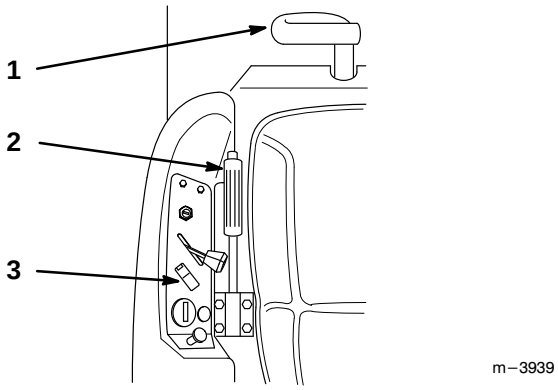

Figure 15
1. Release pressure on the traction control levers and place in neutral (Fig. 15).
2. Release the parking brake (Fig. 15).
1. Set the parking brake and check that PTO cover is down against footrest (Fig. 15).